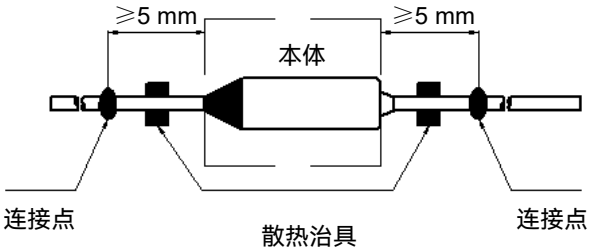

图2
2. 引线上的连接点距离温度转换器本体应 ≥ 5 mm（参考图2）。
3. 在钎焊过程中，焊点与温度转换器之间应使用散热装置（参考图2）。
2. 在点焊过程中，焊点与温度转换器之间应使用散热装置（参考图2）。